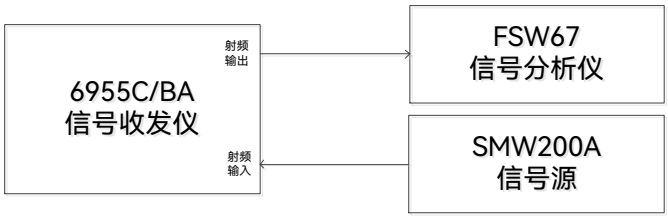

图7.2　最大信号带宽的测试
1) 按图 7.2 连接设备，将信号收发仪的输出与外部信号分析仪相连，输入与外部信号源相连，开机预热至少 30min。